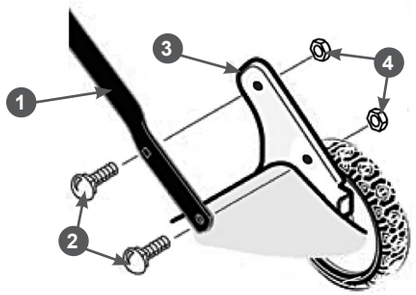

**Рис. 4 Крепление нижней части рабочей рукоятки**
4. Совместите отверстия на рукоятке 1 и кронштейне 3, вставьте в образовавшиеся отверстия болты 2 с квадратным подголовком и закрутите гайки 4 (Рис. 4). Точно также установите другую сторону нижней части рабочей рукоятки.